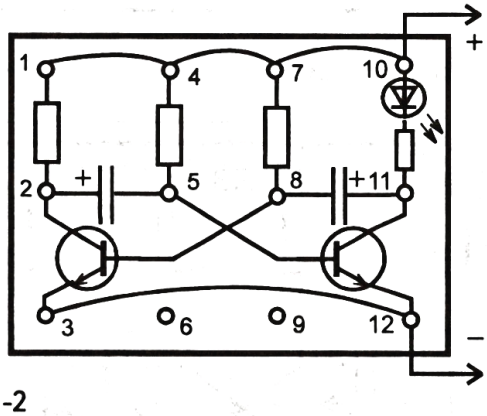

Рис. 18-1-2
1. Соберите схему мультивибратора по рис. 18-1-2, а и б. Емкость оксидных конденсаторов *C1* и *C2* может быть от 5 до 500 мкФ. Обратите внимание на правильность включения их выводов.